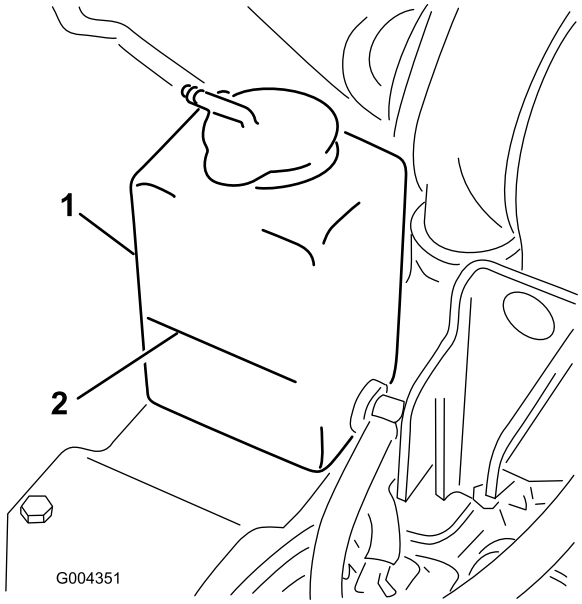

Figuur 19
1. Controleer het koelvloeistofpeil in de expansietank (Figuur 19).